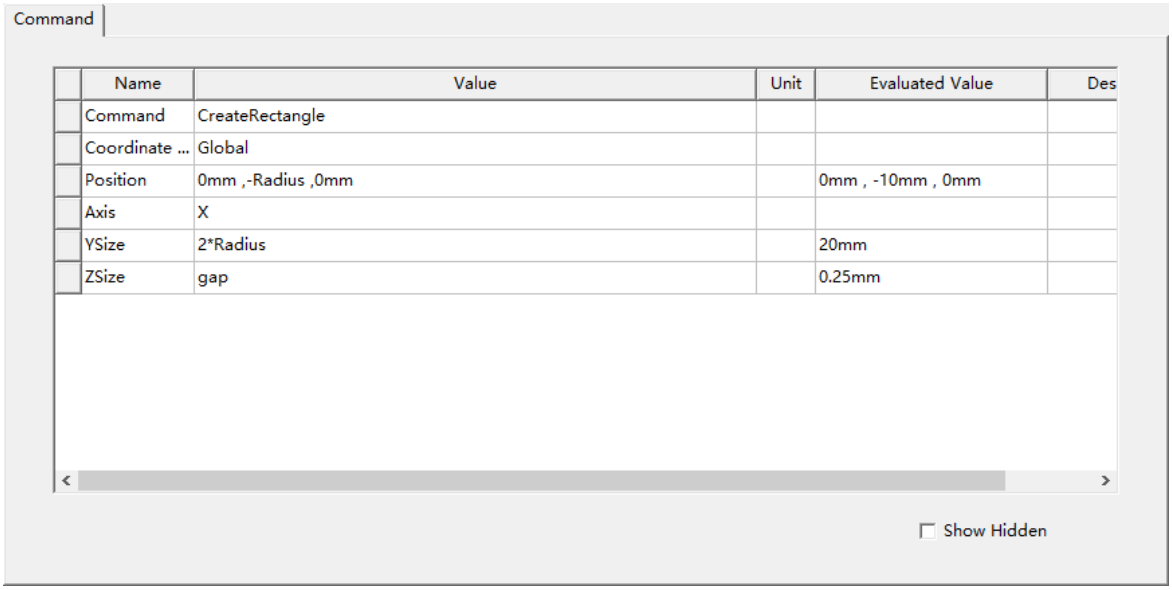

图2.3.10 设置端口属性
10)双击操作历史树下$monopole$下的$CreateRectangle$节点，打开新建矩形面属性对话框的$Command$选项卡，在选项卡中设置圆柱体的底面圆心坐标，半径和长度。如图2.3.10所示